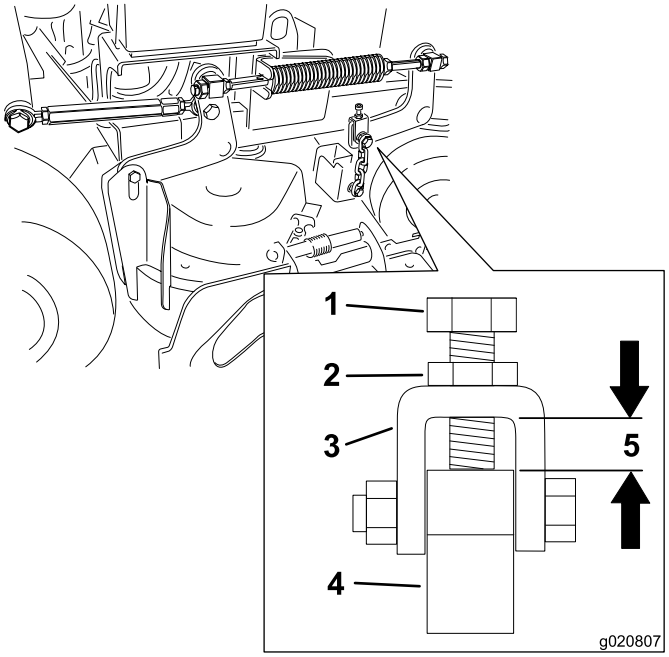

**Figuur 83**
**Opmerking:** Deze afstand moet 11 mm bedragen zoals afgebeeld in Figuur 83.
12. Zet de contramoer los en stel de bout af om de juiste afstand te verkrijgen; zie Figuur 83.